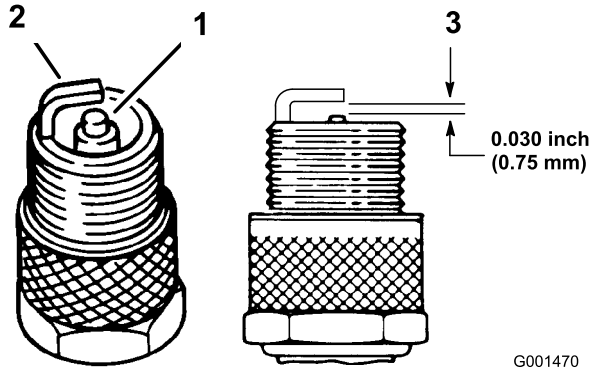

**Figur 31**
3. Kontrollera sidoelektroden, mittelektroden och mittelektrodsisolatorn så att de inte är skadade (Figur 31).
4. Justera luftgapet mellan mitt- och sidoelektroderna till 0,762 mm (Figur 31).